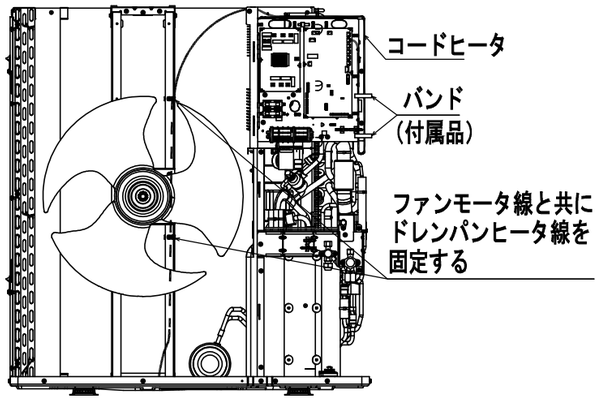

図4
①コードヒータの余り（非発熱部2.2m）は、モータブラケットに沿って立ち上げ、引き回しをしてください。（図4）
ファンモータ配線を固定する板クランプでファンモータ配線とともにコードヒータを固定してください。（図4、5）